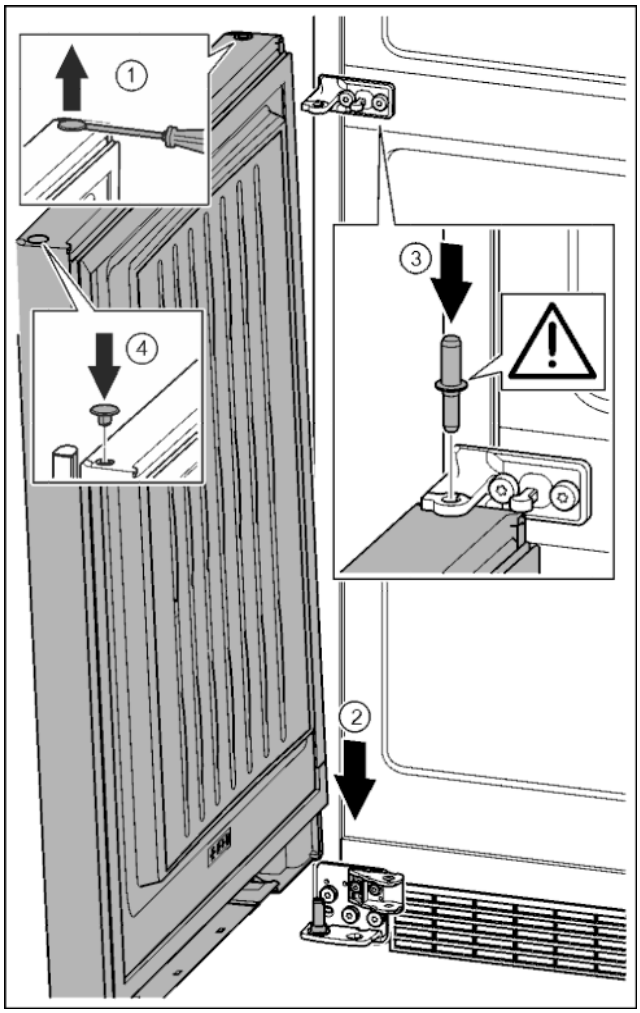

Fig. 37
- ▶ Осторожно приподнять шлицевой отверткой заглушку и извлечь ее. *Fig. 37 (1)*
- ▶ Установить дверь сверху на нижний опорный палец. *Fig. 37 (2)*
- ▶ Вставить средний опорный палец через средний опорный кронштейн в нижнюю дверь. При этом следить за тем, чтобы выступ фиксатора был направлен назад. *Fig. 37 (3)*
- ▶ Заглушку снова вставить с другой стороны. *Fig. 37 (4)*